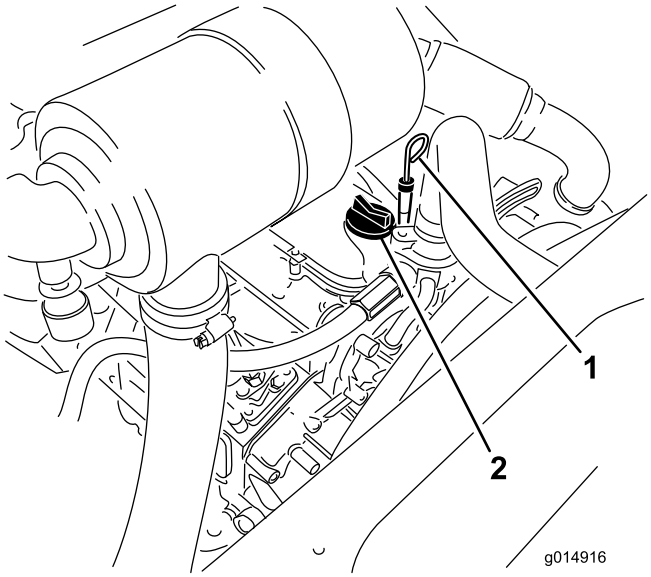

Figura 44
3. Togliete l'asta di livello, asciugatela e reinseritela (Figura 44).
5. Se l'olio non raggiunge la tacca Full, togliete il tappo di riempimento (Figura 44) e aggiungete olio finché il livello non raggiunge la tacca.